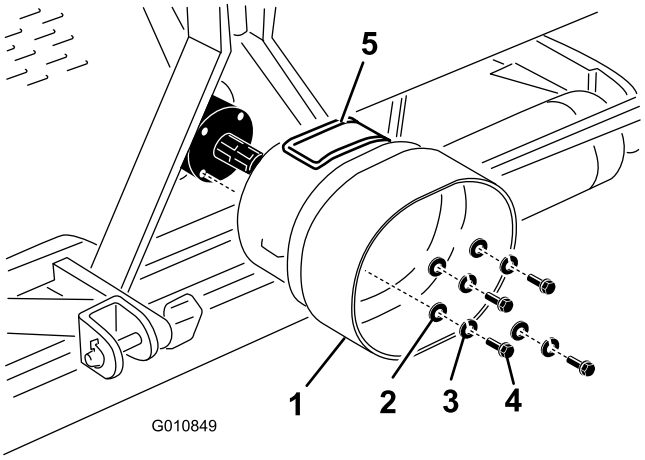

Figuur 18
1. Verwijder de 4 bouten, borgringen en platte ringen die aan de achterzijde van de tandwielkast van de beluchter (Figuur 18).
2. Monteer de het aftakasscherm aan de tandwielkast van de beluchter met het bevestigingsmateriaal dat u eerder hebt verwijderd (Figuur 18). Zorg er bij het monteren van het aftakasscherm voor dat het inspectieluik (Figuur 18) zich aan de bovenzijde of zijkant van de frameconfiguratie van de beluchter.
Opmerking: U kunt het inspectieluik (Figuur 18) openen om het verwijderen en monteren van het montagemateriaal van de aftakas te vergemakkelijken.